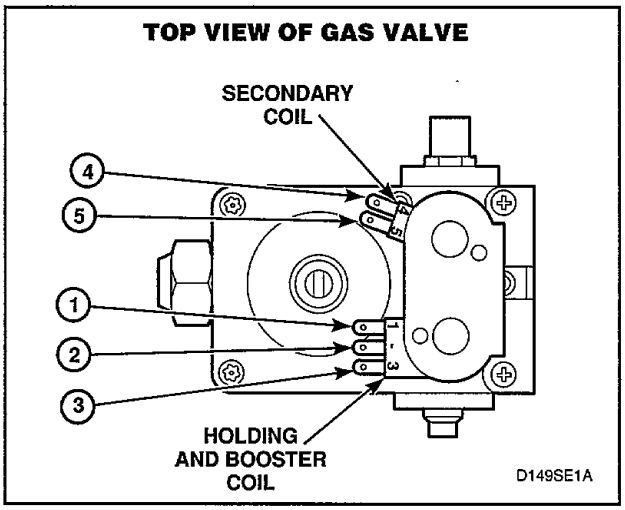

Figure 51
(1) **Holding Coil** *(see Figure 51)*
(2) **Booster Coil** *(see Figure 51)*
(3) **Secondary Coil** *(see Figure 51)*